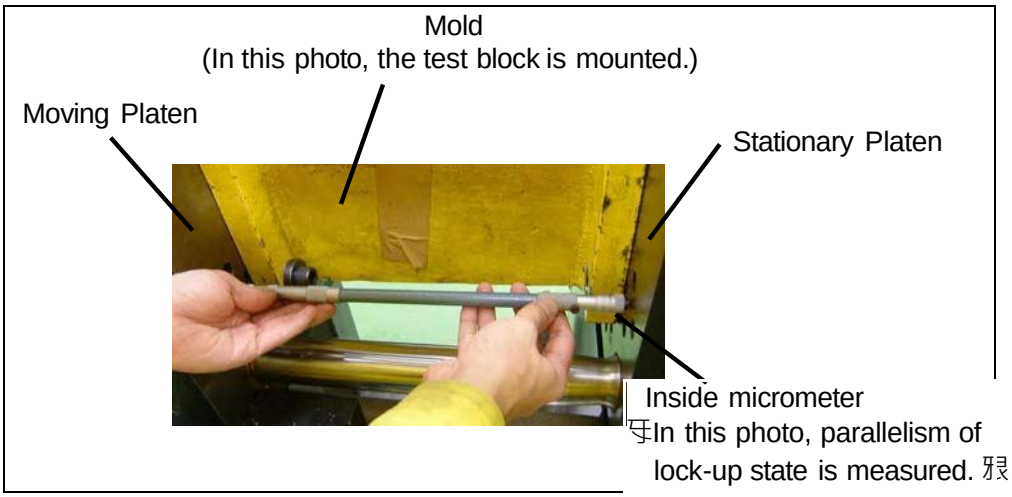

Fig.1 Parallelism measurement by Inside micrometer
(1) Mount the mold for the actual moldings, and execute the automatic die height adjustment for the rated tonnage setting.
(2) Measure the platen parallelism for 30 mm-opening of the mold.
- Measure the platen parallelism for 30 mm-opening of the mold referring to Fig.1, and record the parallelism data. In this step, measurement and recording are required. No adjustment is needed here.